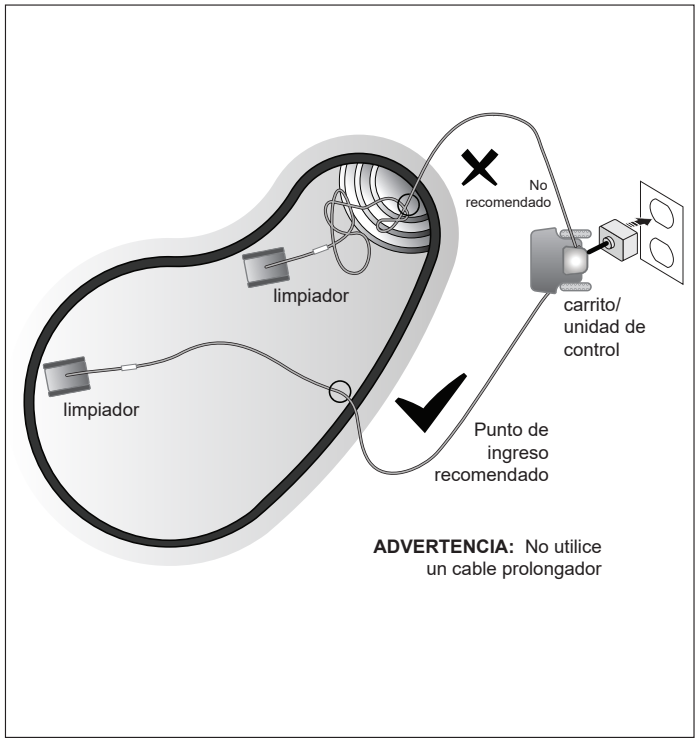

Figura 5. Punto de ingreso a la piscina para una trayectoria óptima
4. Coloque todo el cable flotante en el agua para permitir el libre movimiento en la piscina desde el punto medio. Extienda el cable flotante y compruebe que no esté enredado o retorcido (Figura 5).